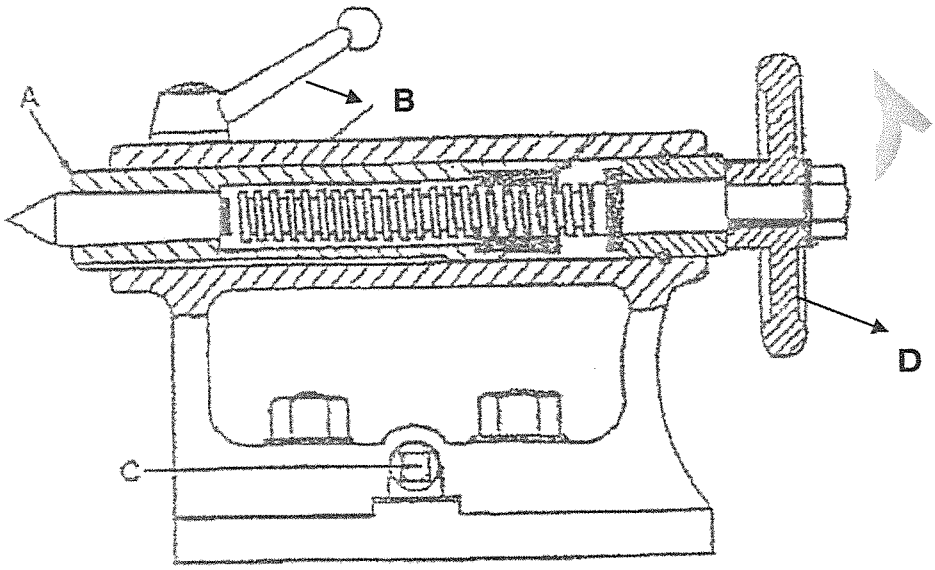

FIGURE 4 (4)
13.2 Study FIGURE 4 below and label the parts of the tail stock of a centre lathe by writing down the names next to the letters (A–D) in the ANSWER BOOK